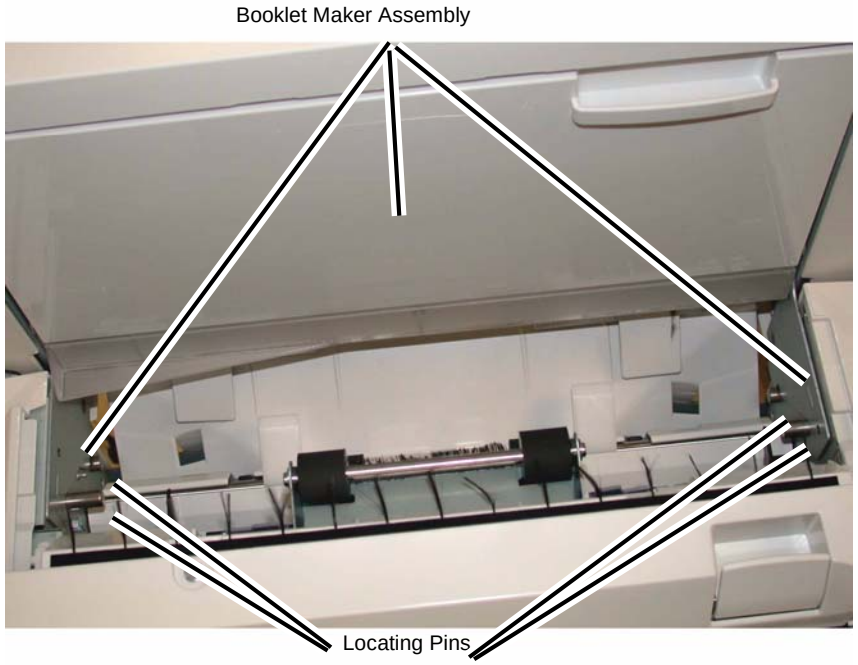

Figure 4 Removing the Booklet Maker Assembly
6. Lift the Booklet Maker Assembly off the Locating Pins (4), and remove (Figure 4).